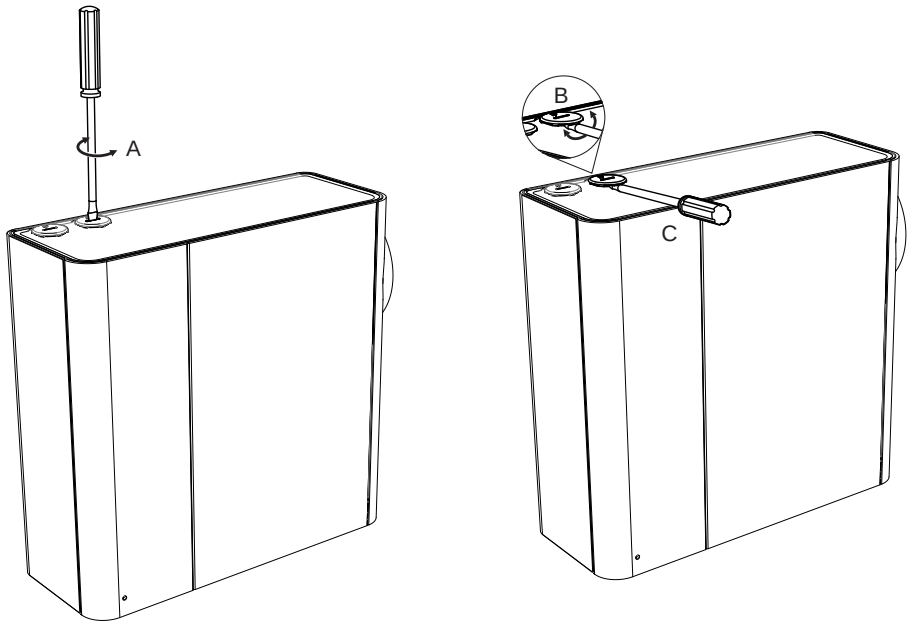

Figure 4-3: Remove Cable and Conduit Inlet Plugs
Remove cable inlet plugs as required (Figure 4-3). Place a large screwdriver in the large slot and twist (A), or use a small screwdriver in the side slots (B) to lever the plug out. Use the edge of the detector (C) for a lever point to avoid marking the case.